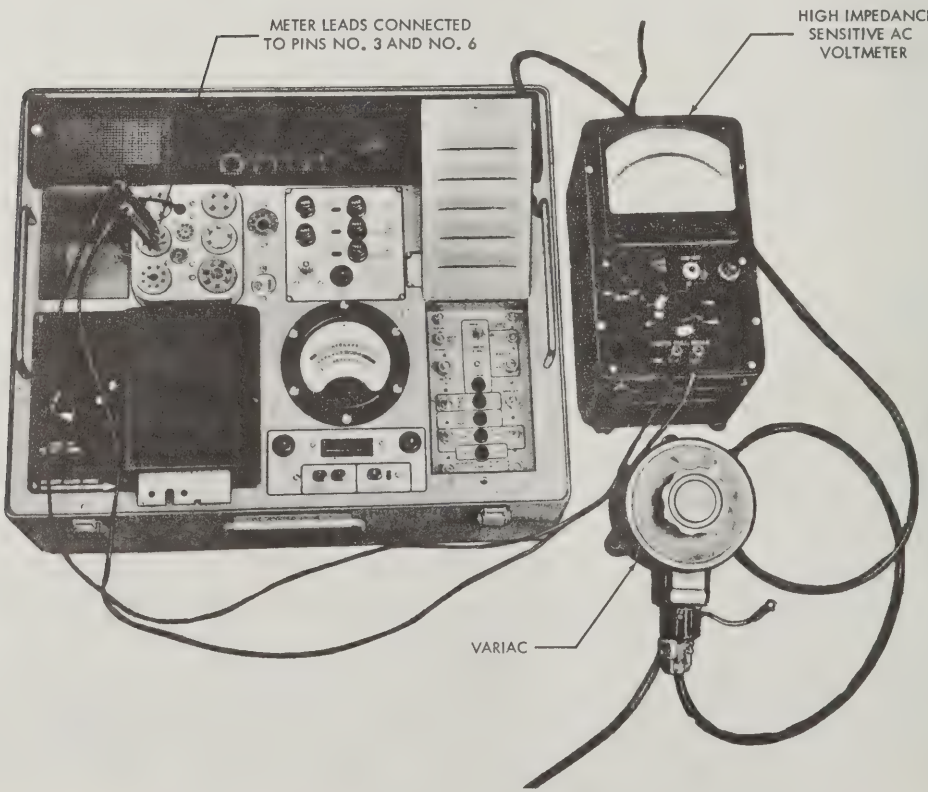

Figure 13 - Signal Regulation and Amplitude Check
a. Connect the tube tester to the power line thru a Variac set to 115 volts. See figure 13. Turn the instrument on.
Connect the instrument to the power line and turn it on. Connect an AC voltmeter capable of accurately measuring 5 volts RMS to pins 3 and 6 on any convenient tube socket. (The Ballantine Model 300 or equivalent used for signal adjustments can also be used for this measurement.) See Figure 13.